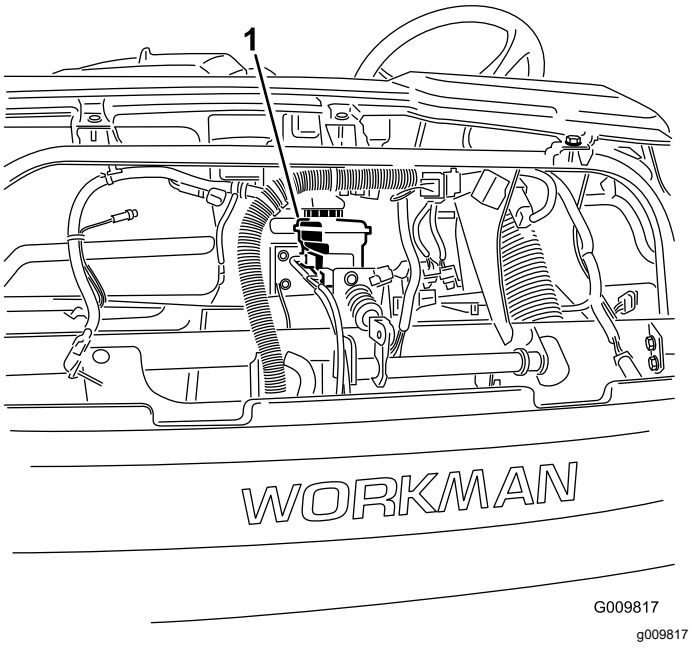

**Figura 50**
4. Levante el capó para acceder al cilindro del freno principal y al depósito (Figura 50).